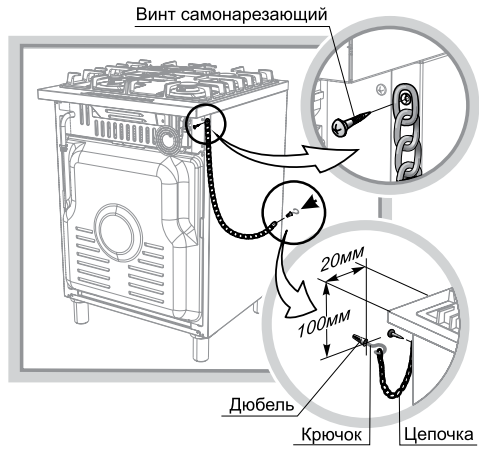

Рис. 18
Разметку для монтажа предохранительной цепочки в плитах 6702 смотри рис.18.
- Установите плиту на рабочее место и произведите разметку отверстия под дюбель согласно рис.18.